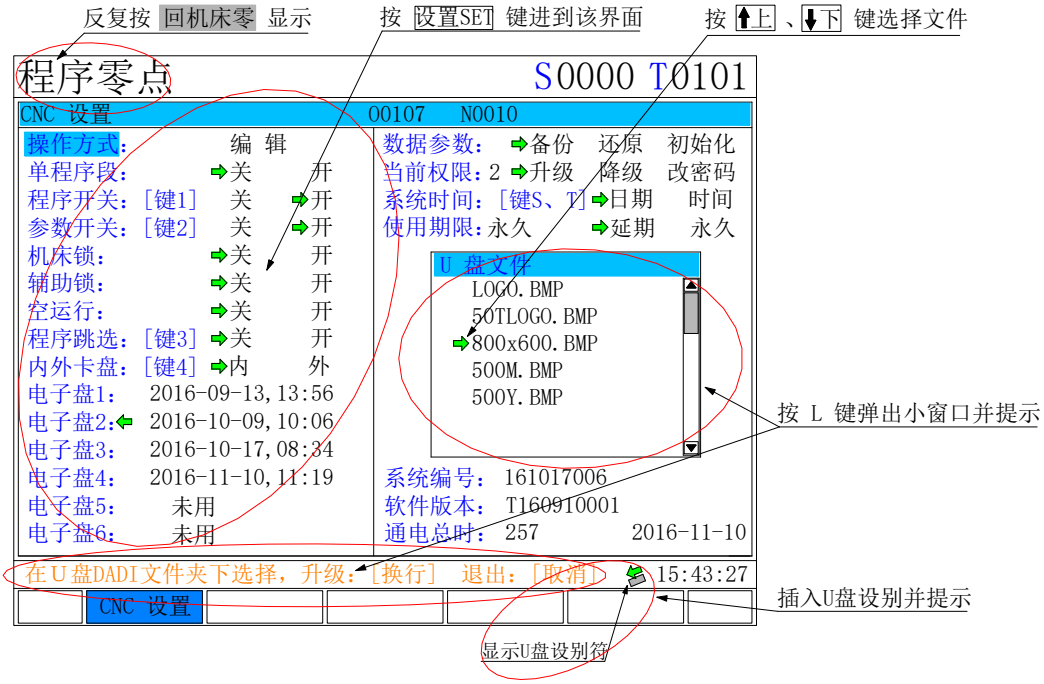

图 10.2.2-1
① 准备好 U 盘，并确保是按 FAT32 文件系统进行格式化。在 U 盘根目录建一个 dadi 子目录，将开机界面文件（如 500tjm.bmp，文件扩展名必须是 .bmp）拷贝到 U:\dadi 目录下；
② 连接 U 盘到 CNC ，直到数控系统显示 U 盘设别符，如图 10.2.2-1；
③ 反复按 回机床零 键，进到 程序零点 状态；
④ 按 设置 SET 键，到设置界面，如下图 10.2.2-1；
⑤ 按 L 键，弹出导入小窗口，如上图 10.2.2-1。 并提示：在 U 盘 DADI 文件夹下选择，升级：[换行] 退出：[取消]
⑥ 按 ↑上 、↓下 键移动绿色小箭头光标，选择开机界面文件；
⑦ 按 换行 EOB 键开始导入；
⑧ 导入完成，等 3～5 秒钟，重新上电。